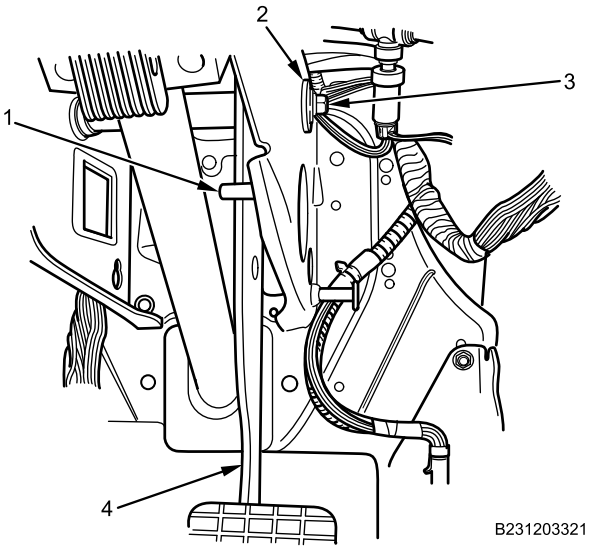

Figure 3. Brake Pedal Pivot.
3. Remove brake pedal pivot shaft (Figure 3, Item 3) from DCM bushing (Figure 3, Item 2).
6. Remove brake pedal (Figure 3, Item 4) from DCM through area above brake pedal stop (Figure 3, Item 1).
1. Install brake pedal (Figure 3, Item 4) on DCM through area above brake pedal stop (Figure 3, Item 1).
3. Install brake pedal pivot shaft (Figure 3, Item 3) through DCM bushing (Figure 3, Item 2) and brake pedal (Figure 3, Item 4).